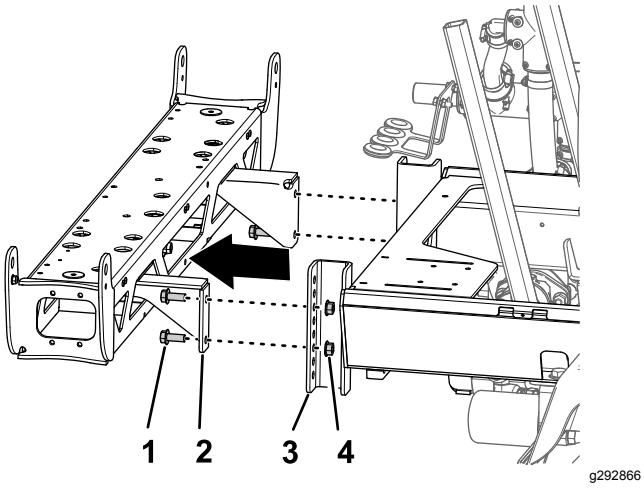

Figur 81
3. Fjern de fire flenshodeboltene (1/2 x 1 1/4 tomme) og fire flenslåsemutterne (1/2 tomme) som fester støttebrakettene for den midtre bomseksjonen til monteringskanalen på maskinrammen, og fjern den midtre bomseksjonen fra maskinen (Figur 81).